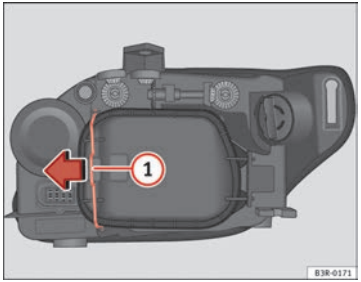

Fig. 209 Side light bulb (outside of vehicle)
– Move the brace ⇒ fig. 209 (1) in the direction of the arrow and remove the rigid cover, separating the brace side and then removing the two tabs from the other end of the cover.